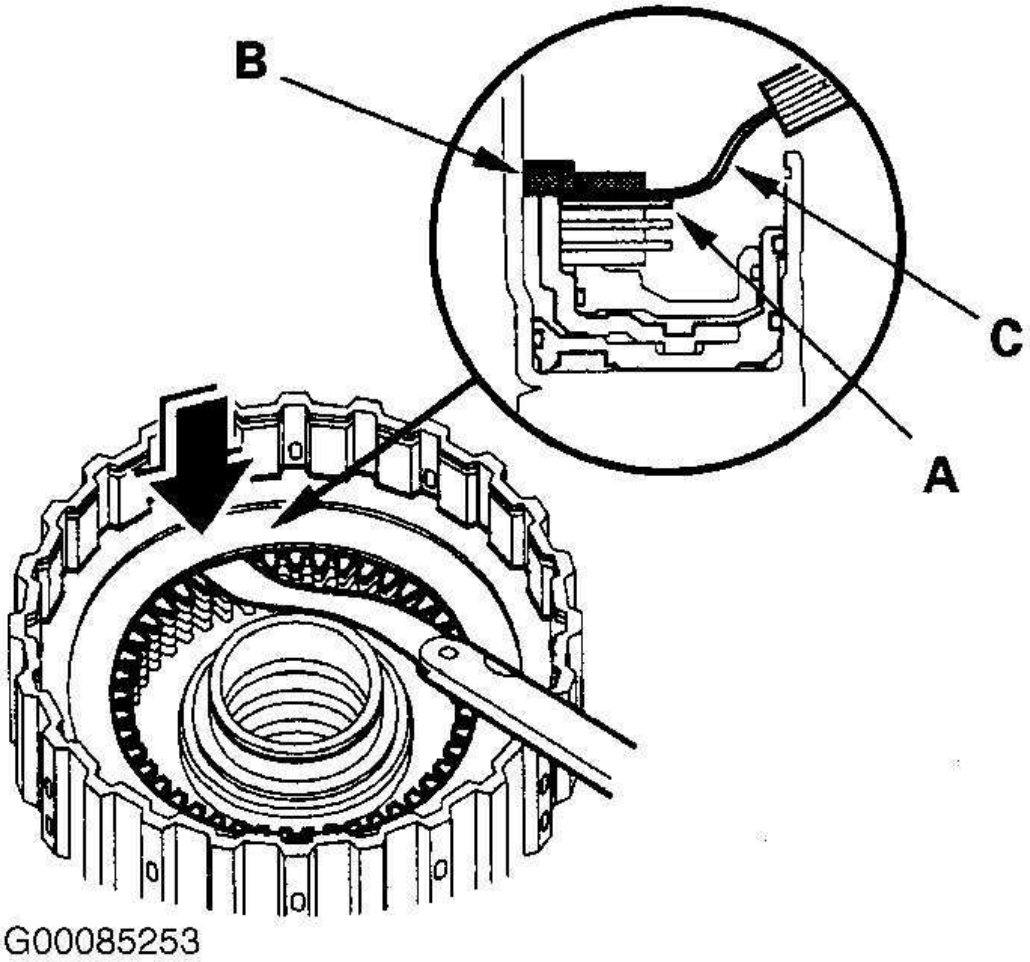

Fig. 50: Measuring 1st-Hold Clutch Clearance
6. Measure the 1st-hold clutch clearance between the 1st-hold clutch plate and the top disc with a feeler gauge while pressing the 1st-hold clutch plate down. See **Fig. 50** . Take measurements in at least 3 places, and use the average as the actual clearance.